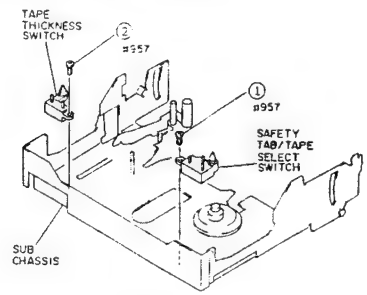
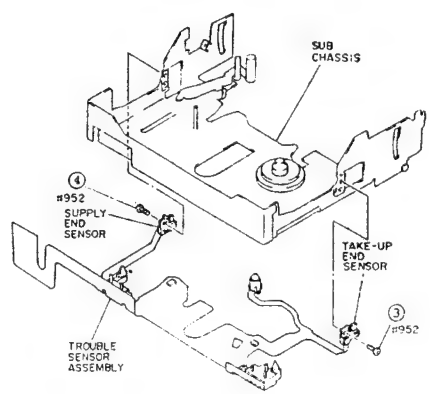

Fig. 2-60
Fig. 2-61
1) Remove one (1) screw holding the safety tab/tape select switch. (See Fig. 2-60)
2) Remove one (1) screw holding the tape thickness switch
3) Remove one (1) screw holding the take-up end sensor. (See Fig. 2-61)
4) Remove one (1) screw holding the supply end sensor.